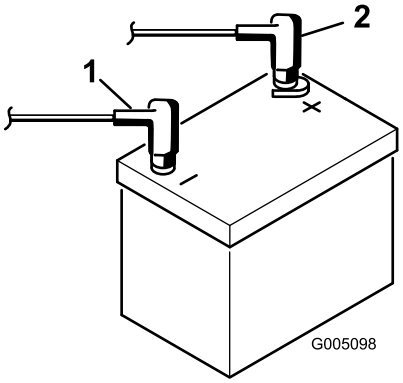

**Figur 7**
8. Koble den positive kabelen (rød) til den positive (+) polen og den negative kabelen (svart) til den negative (-) polen, og fest dem med bolter og mutre (Figur 7). Skyv gummihetten over den positive polen for å forhindre muligheten for kortslutning.